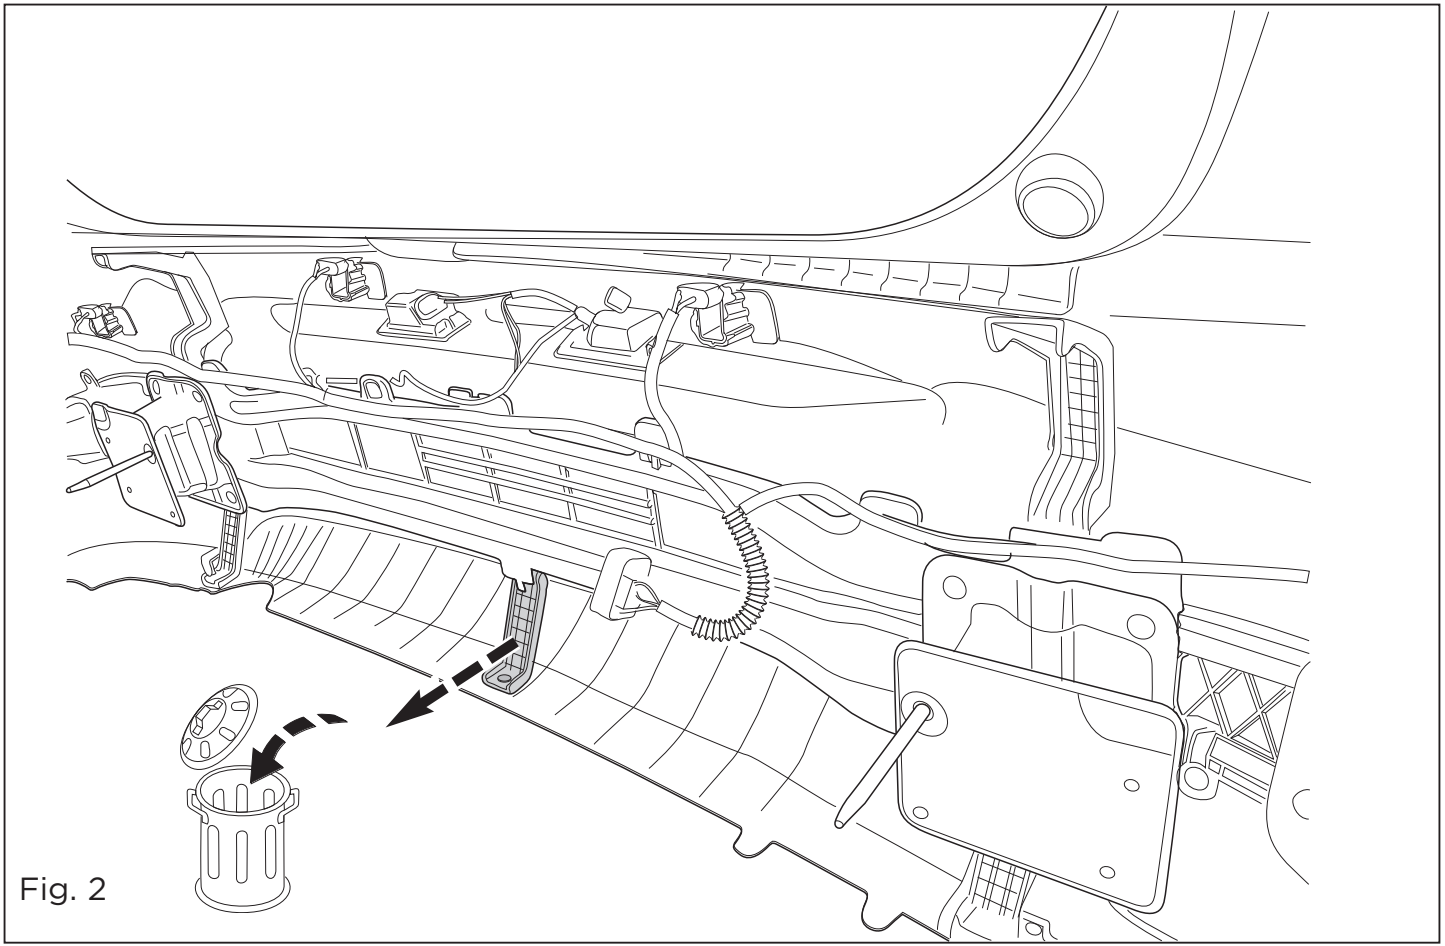

Fig. 2
3. Снять указанные детали. См. рисунок 2.